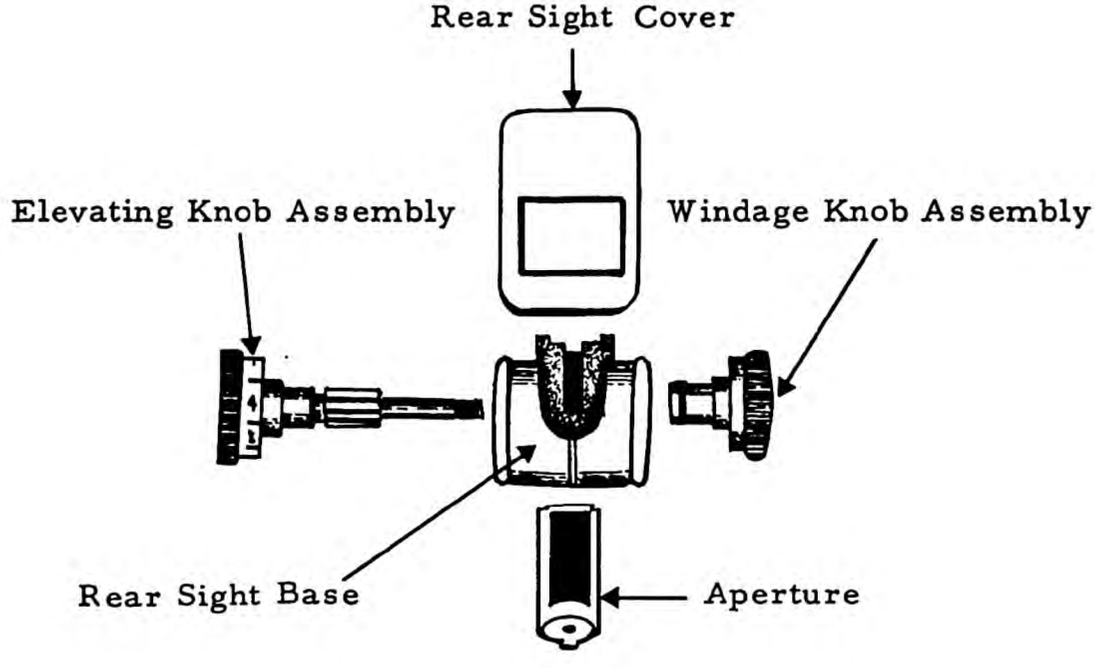

Figure 3-18
Loosen rear sight (center of windage knob). Unscrew the windage knob - withdrawing the elevation knob to the left (fig. 3-18). Raise the rear sight aperture approximately one-half inch and press forward on the aperture with the thumb. This will separate the aperture, rear sight base and cover from the receiver. Separate these three (3) parts.